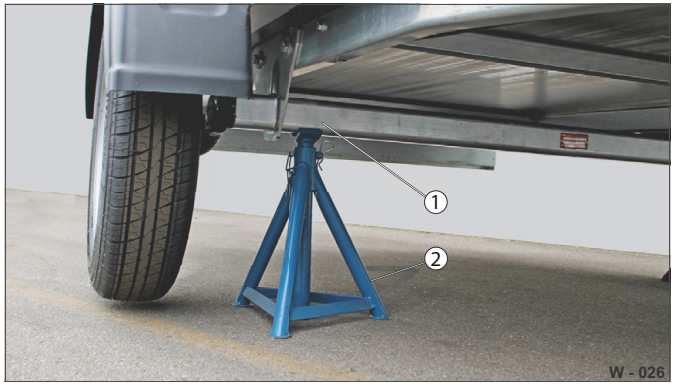

Abb. 29 Nadzvednutí/podepření přívěsu
- ▶ Podepřete přívěs například podpěrnou stolicí (Abb. 29/2) v oblasti kola na nápravové trubce (Abb. 29/1).